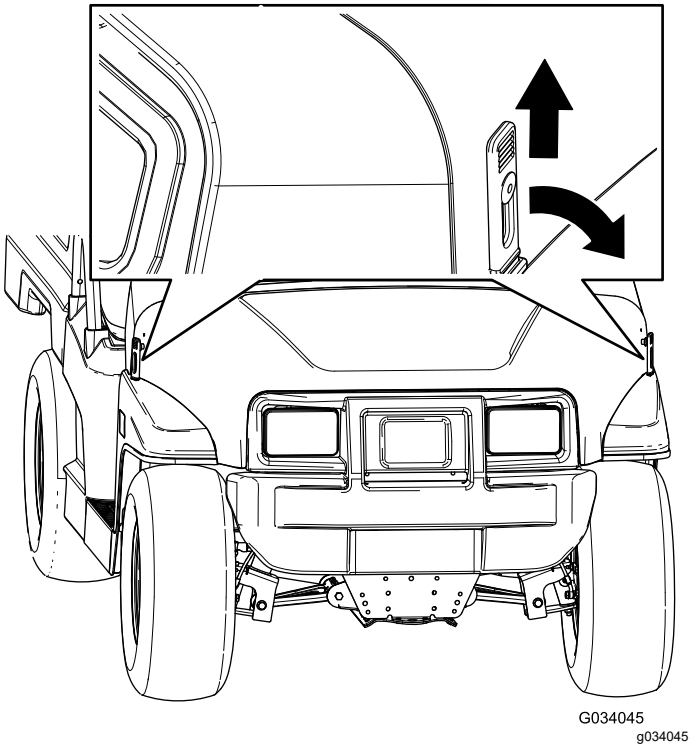

**Figuur 25**
1. Til de handgreep van de rubberen grendels aan weerszijden van de motorkap op (Figuur 25).
2. Bevestig de motorkap door de rubberen grendels uit te lijnen met de grendelbevestigingen aan weerszijden van de motorkap (Figuur 25).